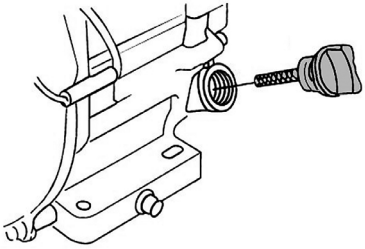

Рис. 11 Крышка-щуп маслозаливной горловины
2. Открутите крышку-щуп маслозаливной горловины и извлеките щуп (Рис. 11).
2. Выкрутите крышку-щуп маслозаливной горловины и извлеките щуп (Рис. 11).